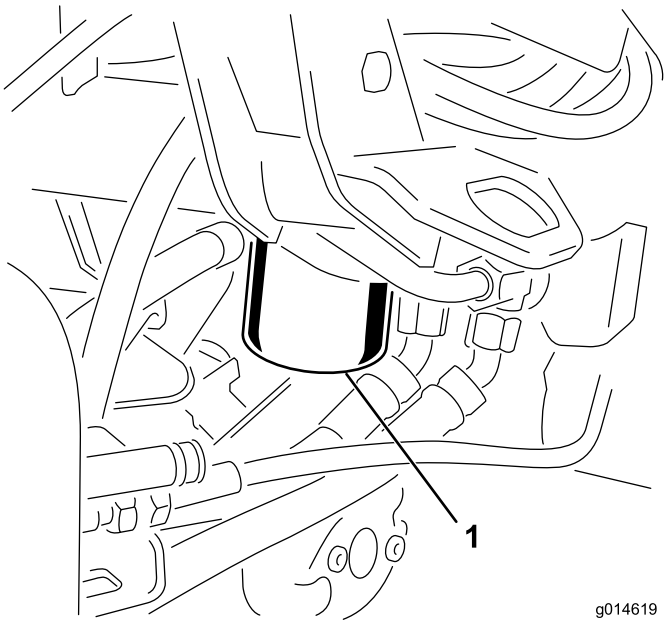

**Figur 56**
1. Rengjør området rundt der filteret skal festes (Figur 56). Plasser et tappefat under filteret, og ta ut filteret.